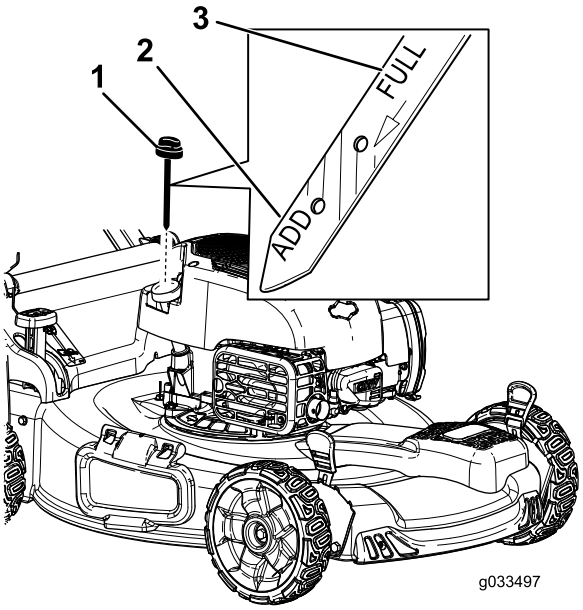

Figur 8
2. Fjern peilestaven (Figur 8), og hell olje i oljepåfyllingrøret til veivhuset er 3/4 fullt.
5. Ta ut peilestaven, og kontroller oljenivået på peilestaven. Se Figur 8.